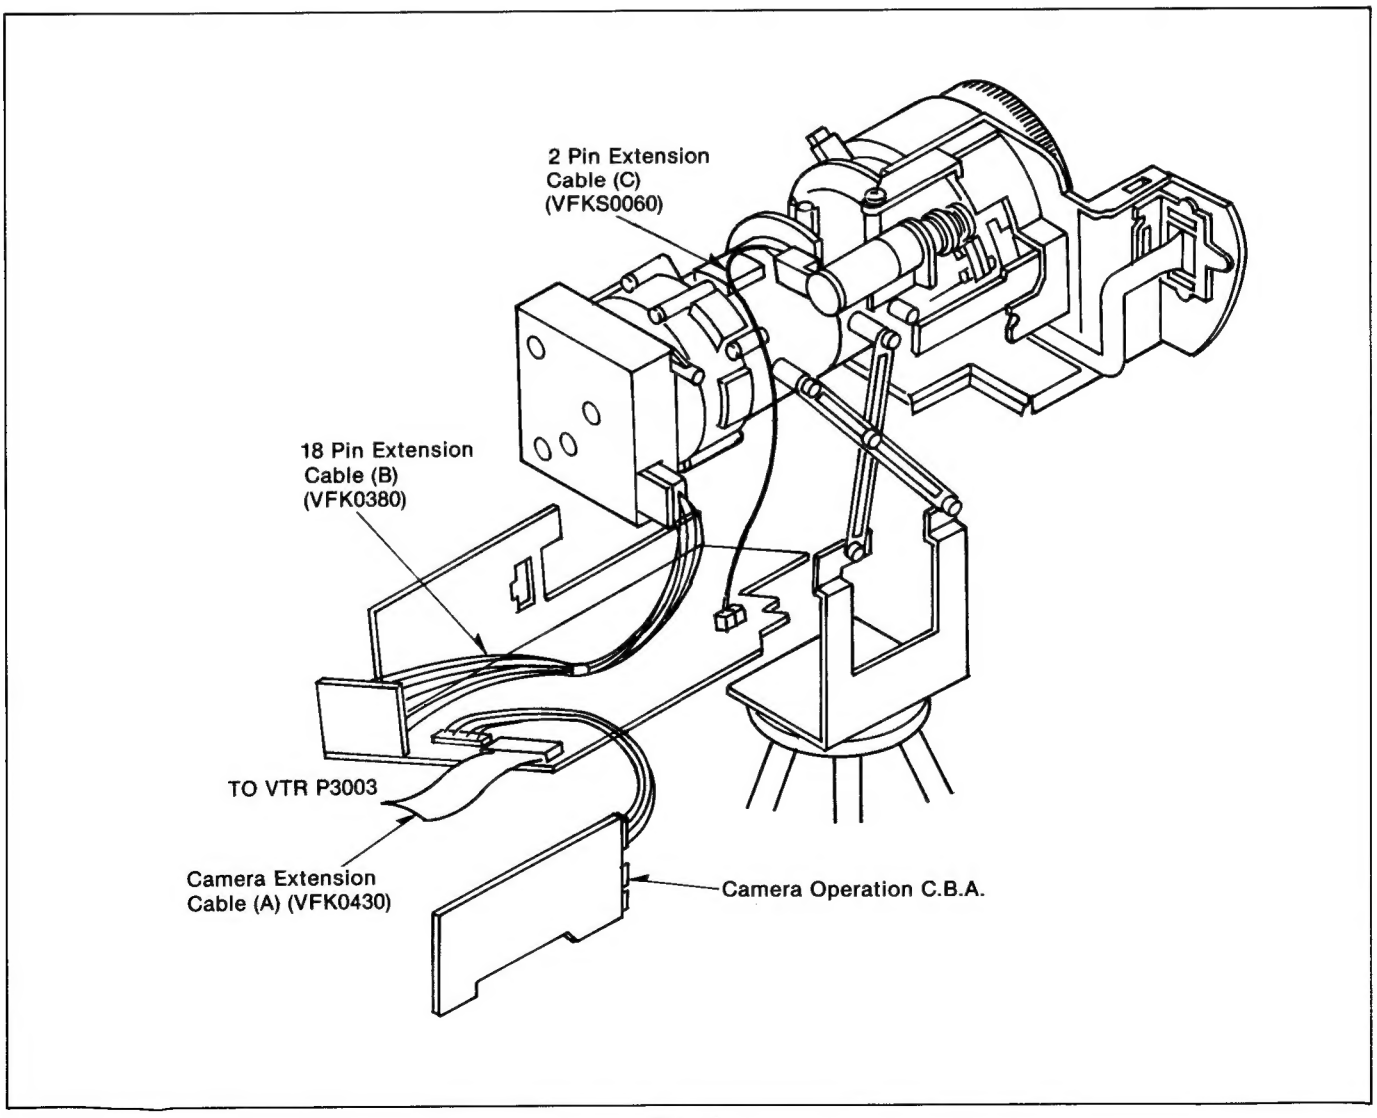

Fig. 4
When servicing the Camera Section, connection of 18 Pin extension cable (B) (VFK0380) and 2 Pin extension cable (C) (VFKS0060) are necessary as shown in Fig. 4.